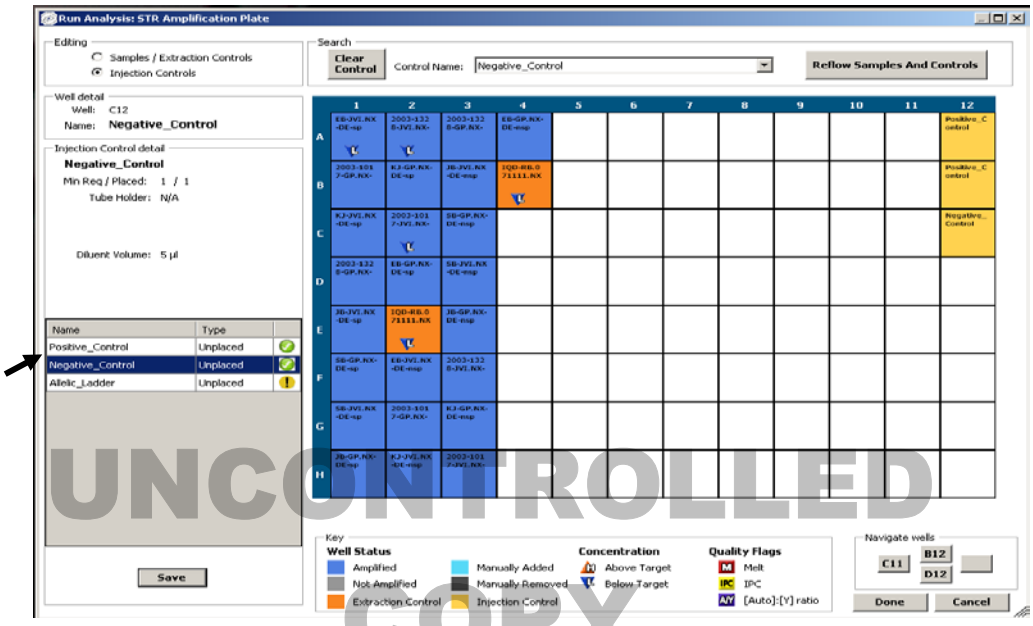

Figure 11. Adding Controls to a plate of amplified samples.
5.4.12 If the control template was chosen that did not have fixed controls, to add the positive, negative and allelic ladder controls, highlight the control in the box in Figure 11 (black arrow) and click on the well where the control is to be placed and then click Save. Click Done when finished.